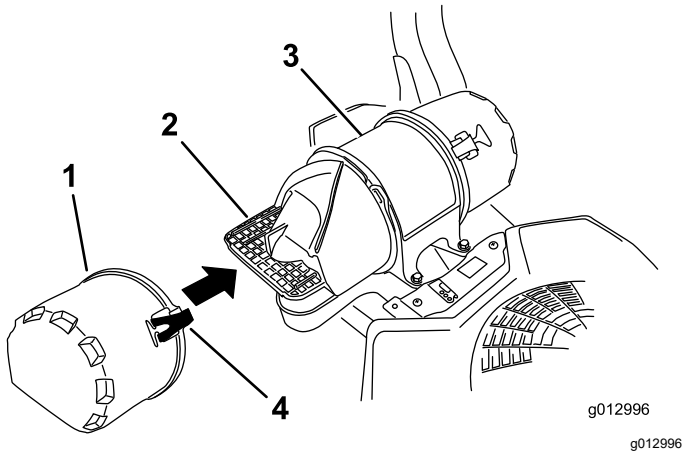

Figura 46
3. Abra los cierres del limpiador de aire y tire de la tapa de la entrada de aire para separarla del cuerpo del limpiador de aire (Figura 46).
5. Instale la tapa de la entrada de aire y sujétela con los enganches (Figura 46).